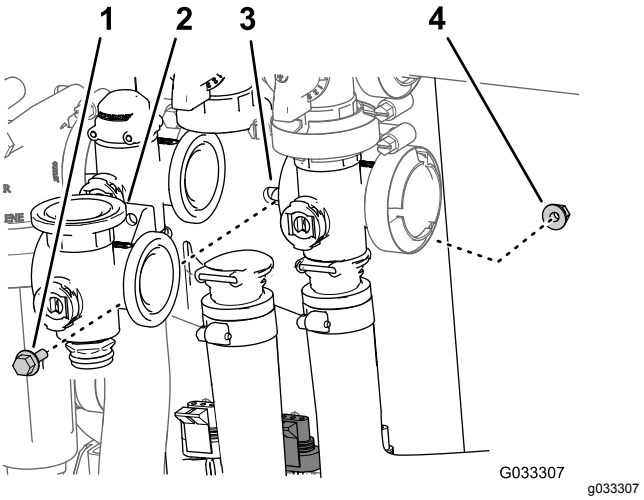

Rysunek 65
3. Odkręć śrubę kołnierzową i nakrętkę zabezpieczającą kołnierzową mocujące zawór mieszania do jego wspornika, a następnie odkręć rozgałęźnik zaworu od maszyny (Rysunek 65).